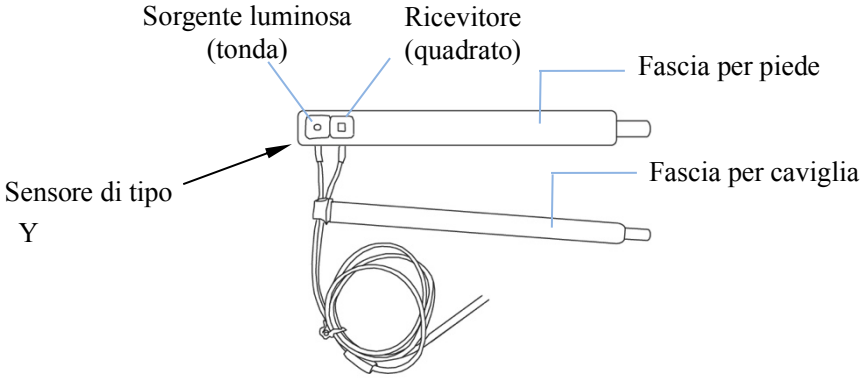

Figura 3.10 Posizionamento del sensore SpO_2 per neonati
3. Se si usa il sensore SpO_2 per neonati, collegarlo come mostrato in figura 3.10.